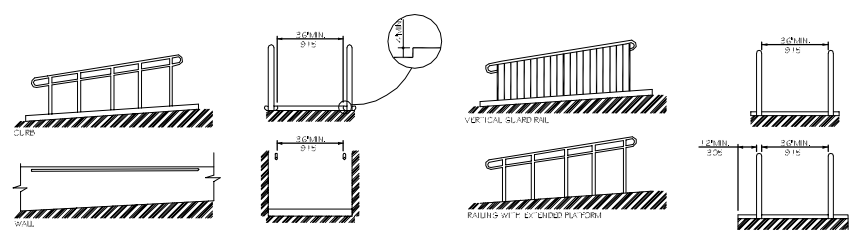

FIG. 17
4.8.7 EDGE PROTECTION. RAMPS AND LANDINGS WITH DROP-OFFS SHALL HAVE CURBS, WALLS, RAILINGS, OR PROJECTING SURFACES THAT PREVENT PEOPLE FROM SLIPPING OFF THE RAMP. CURBS SHALL BE A MINIMUM OF 2" (50mm) HIGH (SEE FIG. 17).